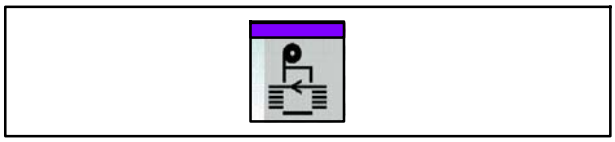

Fig. 83 Touche Mode couplé
11. Rendre FoilStar opérationnel en appuyant sur la touche Mode couplé (Fig. 83)